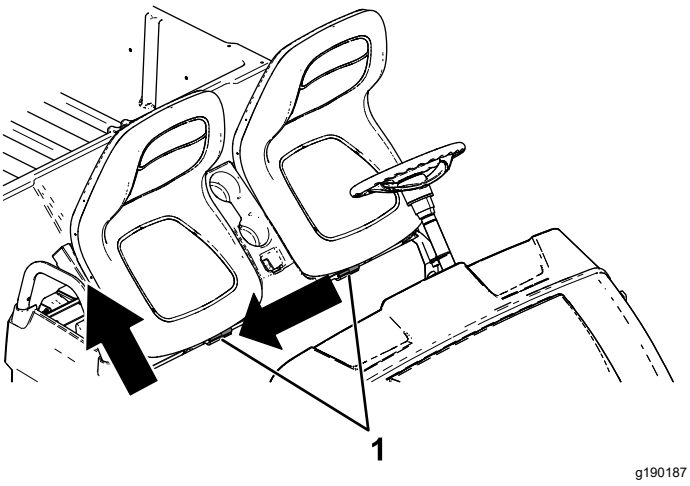

Figur 27
2. Skyv seteenheten til siden ut av pinnene, og løft setet oppover (Figur 27).